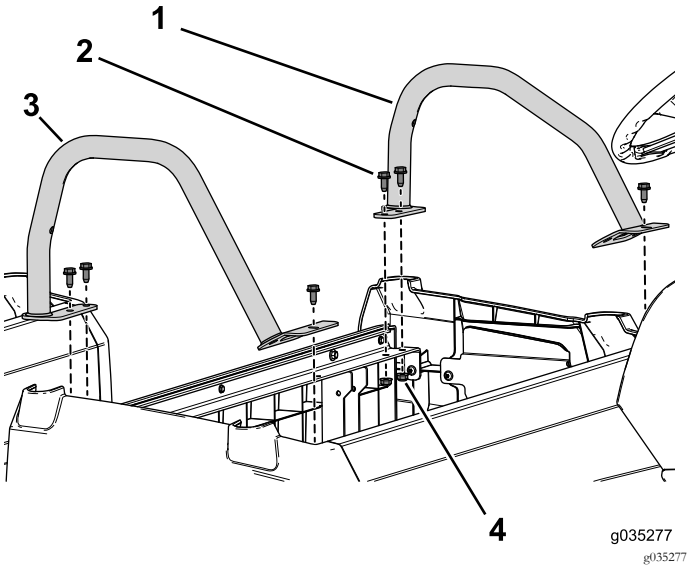

Figura 51
3. Utilice los 6 pernos con arandela prensada (3/16" x ¾") y las tuercas con arandela prensada para sujetar las barras de seguridad izquierda y derecha a la base del asiento delantero (Figura 51).